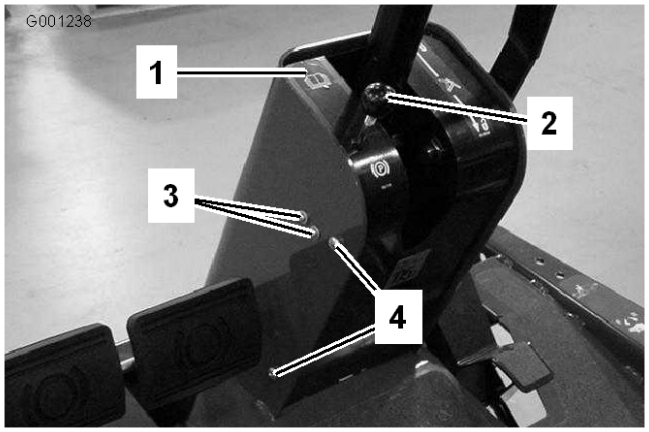

Figur 59
2. Ta bort knoppen från parkeringsbromsstången och skruvarna från styrkolonnens kåpa (Figur 59).
4. Lossa de skruvar och muttrar som fäster parkeringsbromsbrytaren på vänster sida av styrkolonnen (Figur 59).